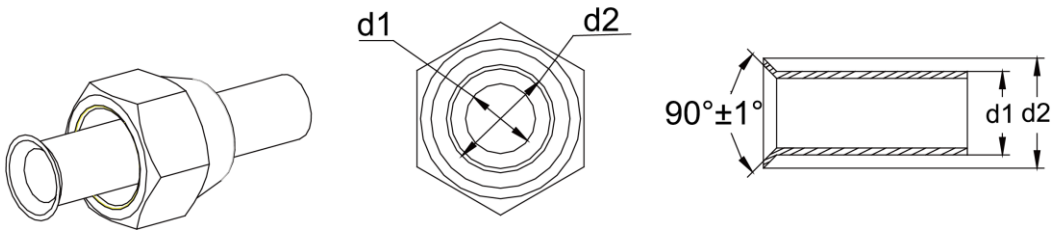

Fig. 12
(1) Use pipe cutter to cut the connection pipe in case it is unshaped.
(2) Keep the pipe downward in case cutting scraps get into the pipe. Clear away the burrs after cutting.
(3) Remove the flared nut connecting indoor connection pipe and outdoor unit. Then use flaring tool to fix the flared nut into the pipe (as shown in Fig.12).
(4) Check if the flared part is flaring evenly and if there is any crack.